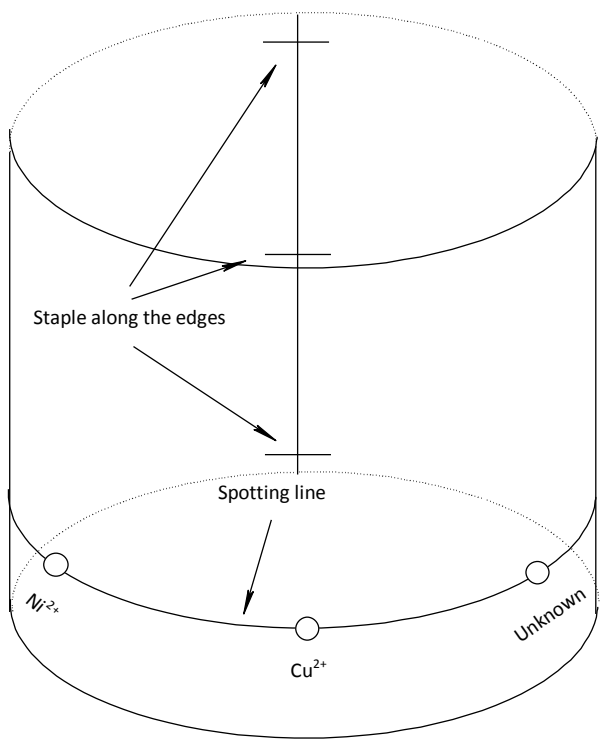

Figure 2. Chromtogram cylinder.
7. Take the chromatogram and form a cylinder with it and keep the shape by stapling the two edges of the chromatogram at the ends and center. (Figure 2). Make sure the edges touch but do not overlap. Overlapping the edges makes the spots move unevenly.